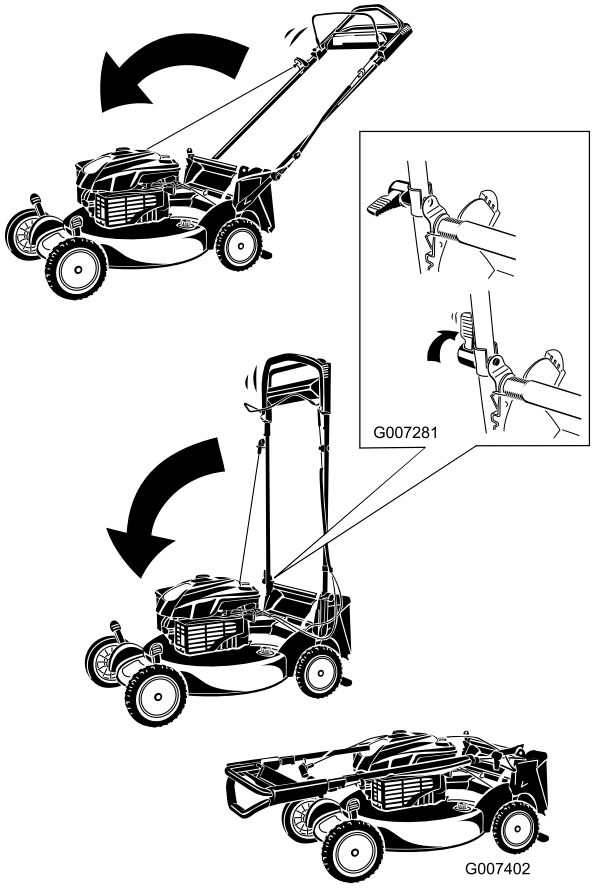

Figura 41
1. Fate ruotare la stegola in avanti (Figura 41).